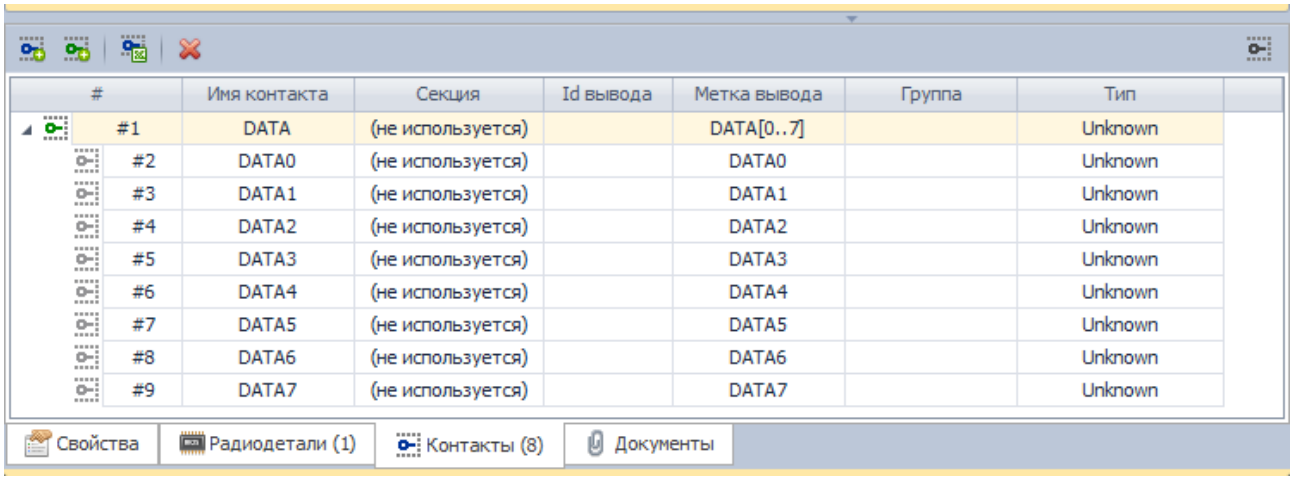

Рис. 280. Отображение одиночных контактов, входящих в состав группового вывода
2. Нажать кнопку - «Удалить», которая расположена на панели инструментов, либо воспользоваться контекстным меню, см. Рис. 280.
В таблице контактов слева от группового вывода расположен символ ►. Если нажать на этот символ, то в таблице отобразятся все одиночные контакты, которые входят в состав группового вывода, см. Рис. 280.